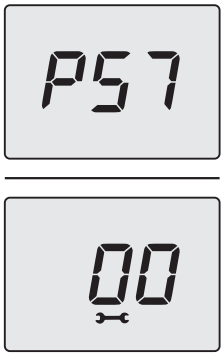

Figure 5.29
- Press the 14 key for 1 second (Figure 5.25) to enter the selected parameter. The display will show the following (Figure 5.29).